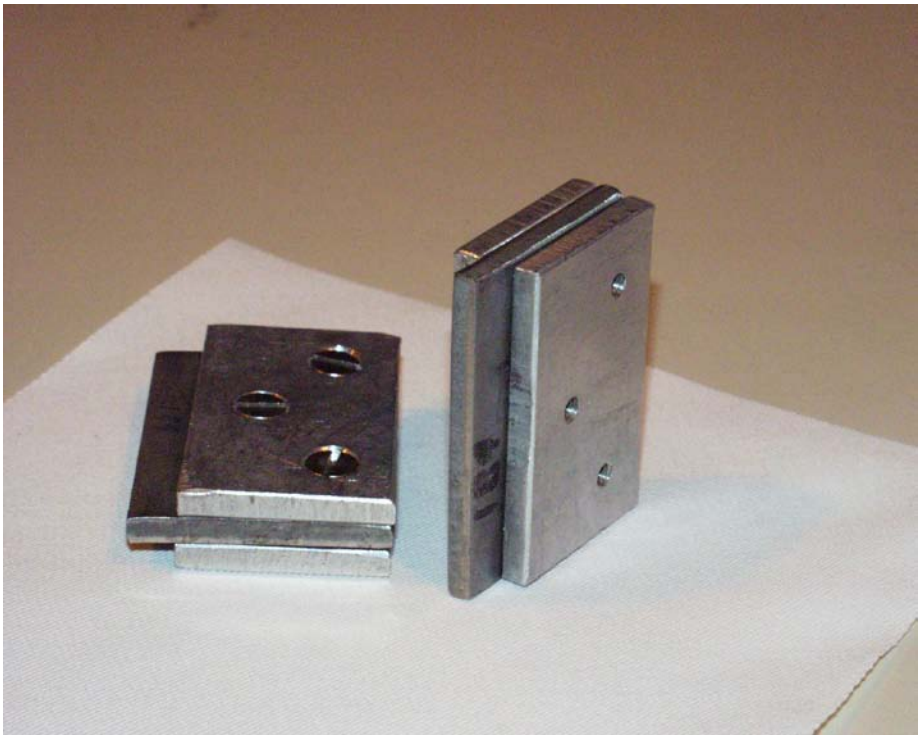
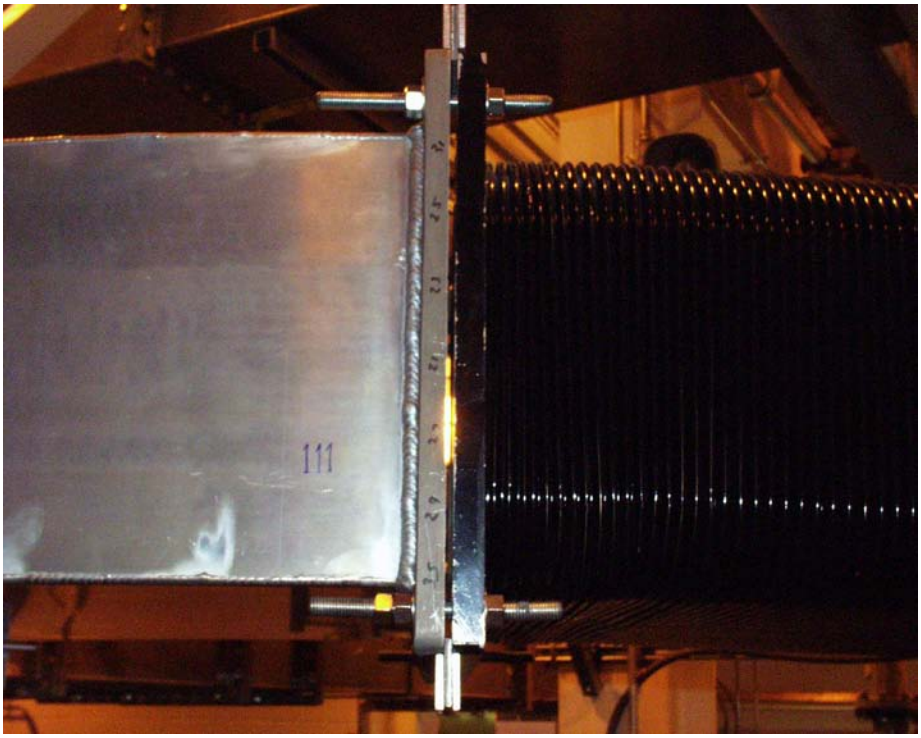

Figure 3
Figure 4
7) Loosen the four corner bolts at a selected waveguide flange and insert the .185” spacers (Figure 3), near the corners. Slightly tighten the flange bolts to obtain a uniform .185” gap (Figures 4 & 5).